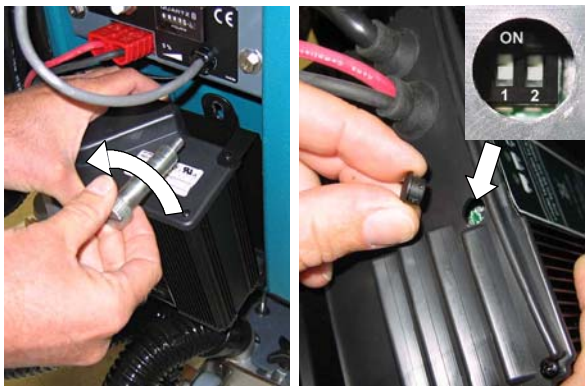

FIG. 29
1. Retirez le chargeur de la machine (Fig. 29).
2. Retirez la fiche du dessous du chargeur afin d'accéder aux commutateurs de profil (Fig. 29).